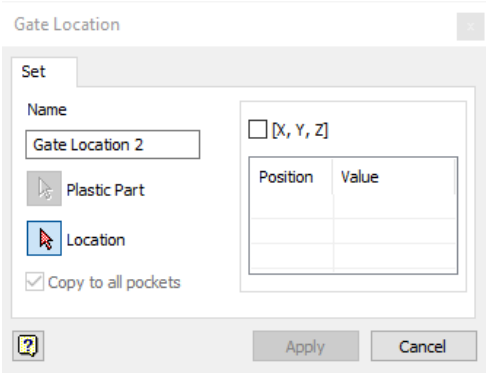

Figure 19-47 *The* ***Gate Location*** *dialog box*
2. Choose the **Gate Location** tool from the **Plastic Part** panel in the contextual tab; the **Gate Location** dialog box is displayed, as shown in Figure 19-47.